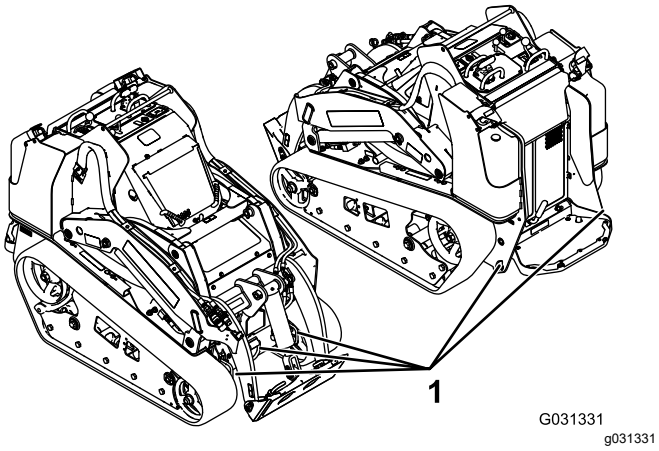

Figura 29
8. Utilice los puntos de amarre metálicos de la máquina para sujetar la máquina firmemente al remolque o al camión con correas, cadenas, cables o cuerdas (Figura 29). Consulte la normativa local respecto a los requisitos de amarre.
Puede izar la máquina usando los puntos de amarre/izado; consulte Figura 29.